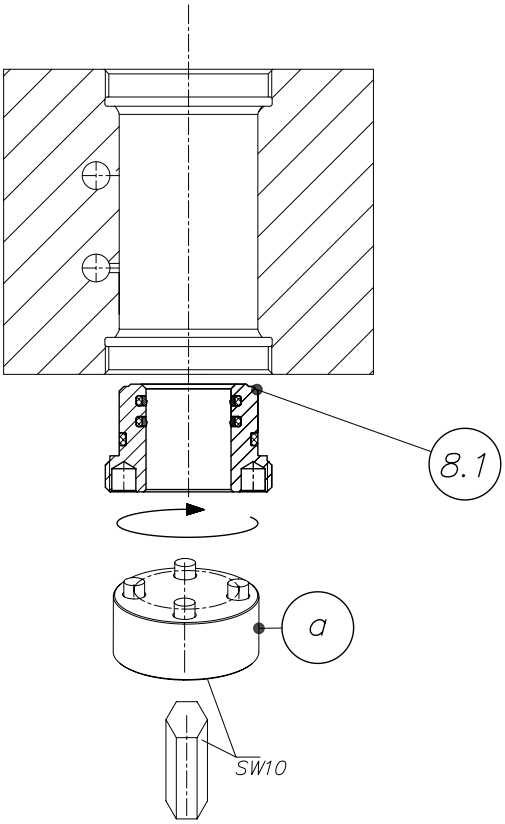

Figure 123: (z402-05) Disassembly of lower screw-in housing cover ver. 2
6. Loosen and unscrew the lower screw-in housing cover (pos. 8.1) using the installation wrench (pos. a) (see Fig. 123).